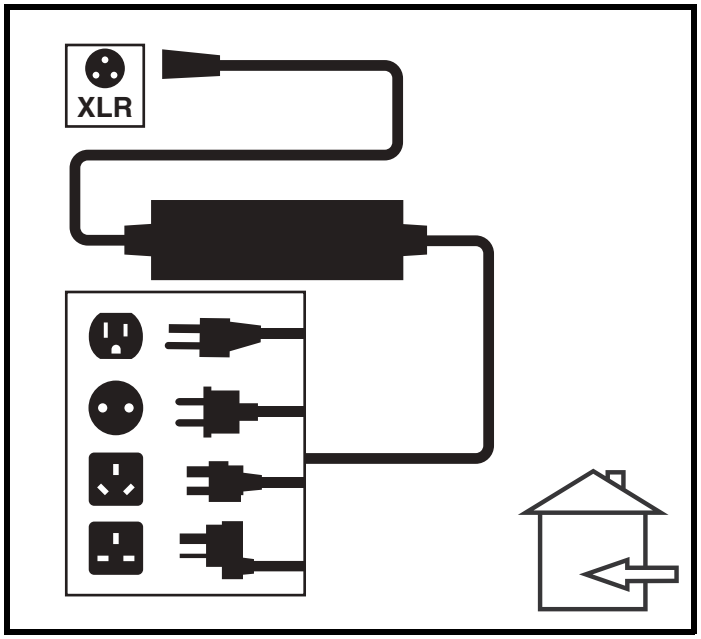

Figure 16. Battery Charging
1. Position the front of your power chair next to a standard electrical outlet. **See figure 16.**
3. Plug the off-board charger into the off-board charger/programming socket on the controller. **See figure 16.**